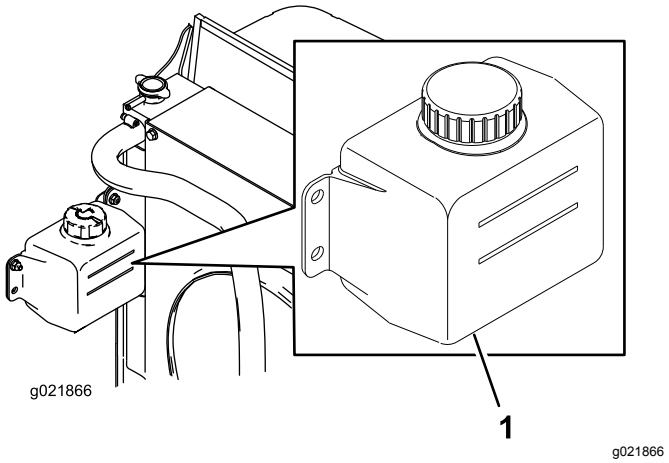

Figuur 28
1. Controleer het koelvloeistofpeil in de expansietank (Figuur 28).